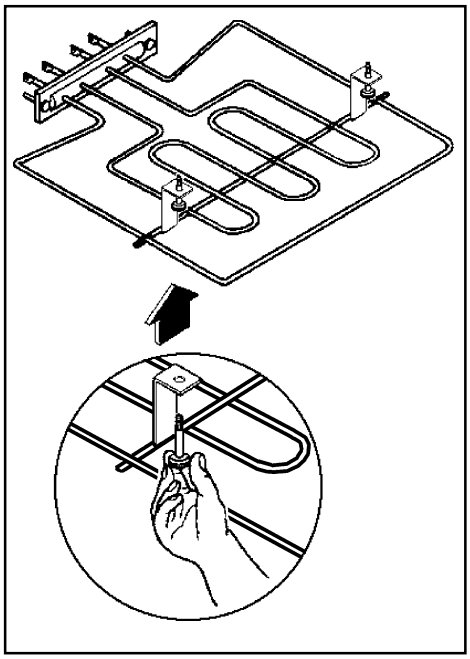

Fig. 4
- Dévissez les vis moletées (Fig.4). La première fois que vous faites cette opération, nous vous recommandons d'utiliser un tournevis.